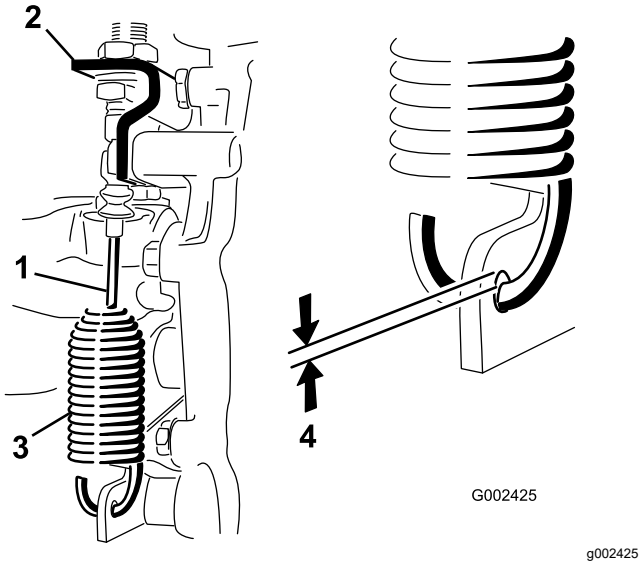

**Figura 44**
2. Afloje las contratuercas que sujetan el cable de bloqueo del diferencial al soporte del transeje (Figura 44).